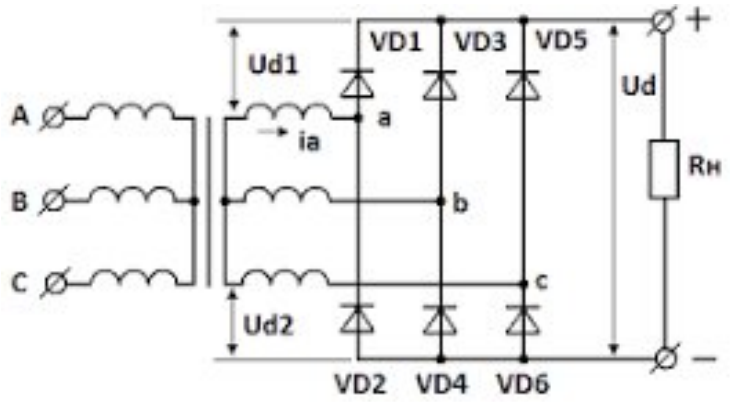

Рисунок 2 Принципиальная схема трехфазного мостового выпрямителя.
3. Описать назначения каждого диода. Рис.2.